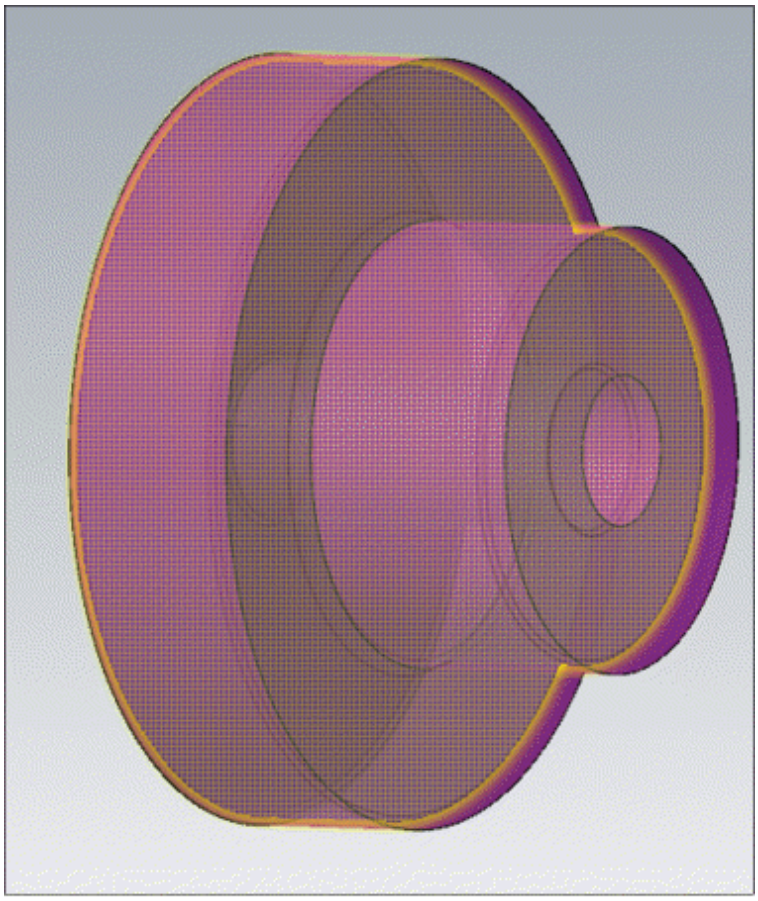

Figure-37. Model after mirror copy
- Click on the **OK** button from the **Manager** to create the mirror copy. Select the **Translucency** button from the **Appearance** panel in the **View** tab of the **Ribbon**. The model will be displayed; refer to Figure-37.